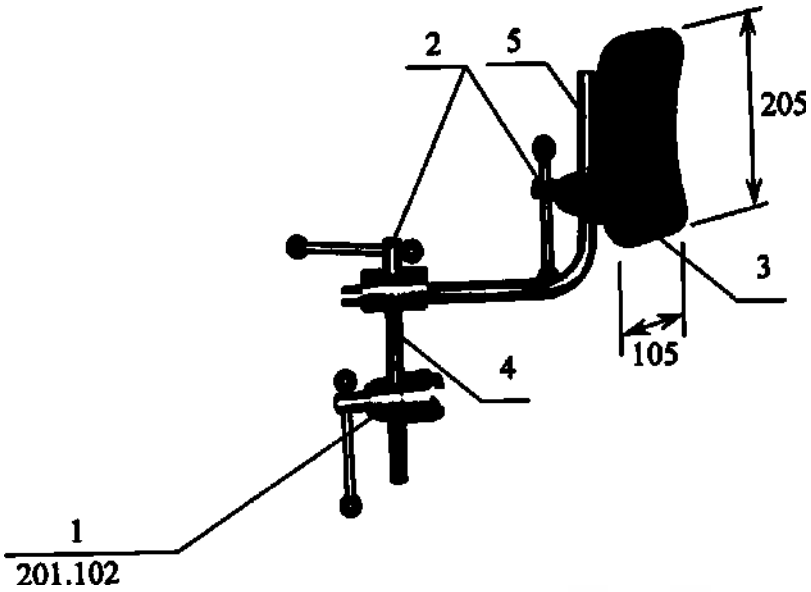

Рисунок 7. Упор боковой.
7. Боковой упор (Рисунок 7). Профилированная подушка 105x205 (мм) из литого пенополиуретана 3 с нержавеющей Z-образной стойкой и крепежными элементами для установки на направляющую рейку стола. Укомплектован зажимом 201.102. Регулируется положение вдоль панели стола, по высоте, глубине и поворачивается вокруг двух вертикальных осей Z-образной стойки.